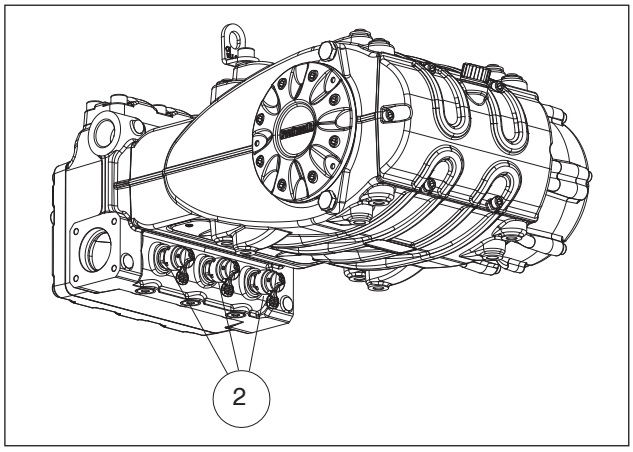

Fig. 9
**En cas de stockage ou arrêt prolongé, remettre les soupapes d'aspiration en état de fonctionner en ouvrant les trois dispositifs d'ouverture (voir rep. ② Fig. 9). S'assurer d'avoir refermé les soupapes avant d'amorcer la pompe.**